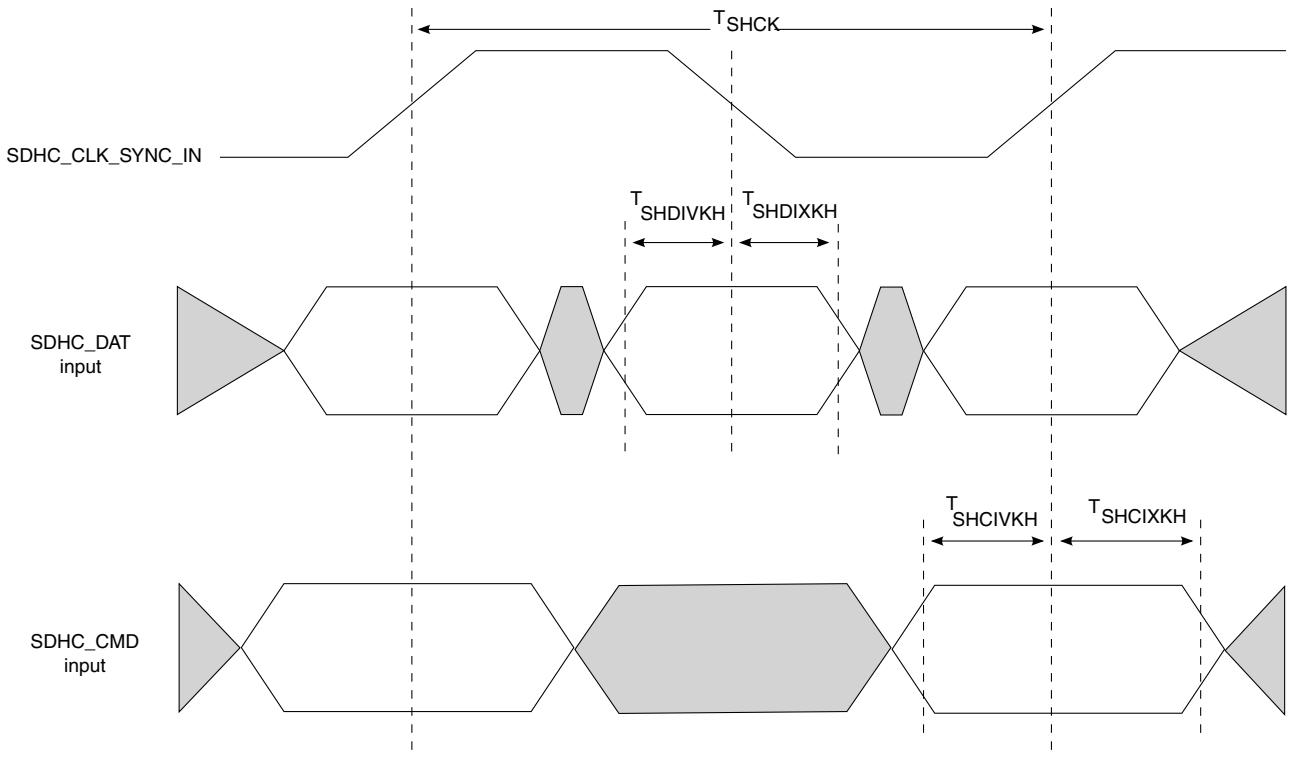
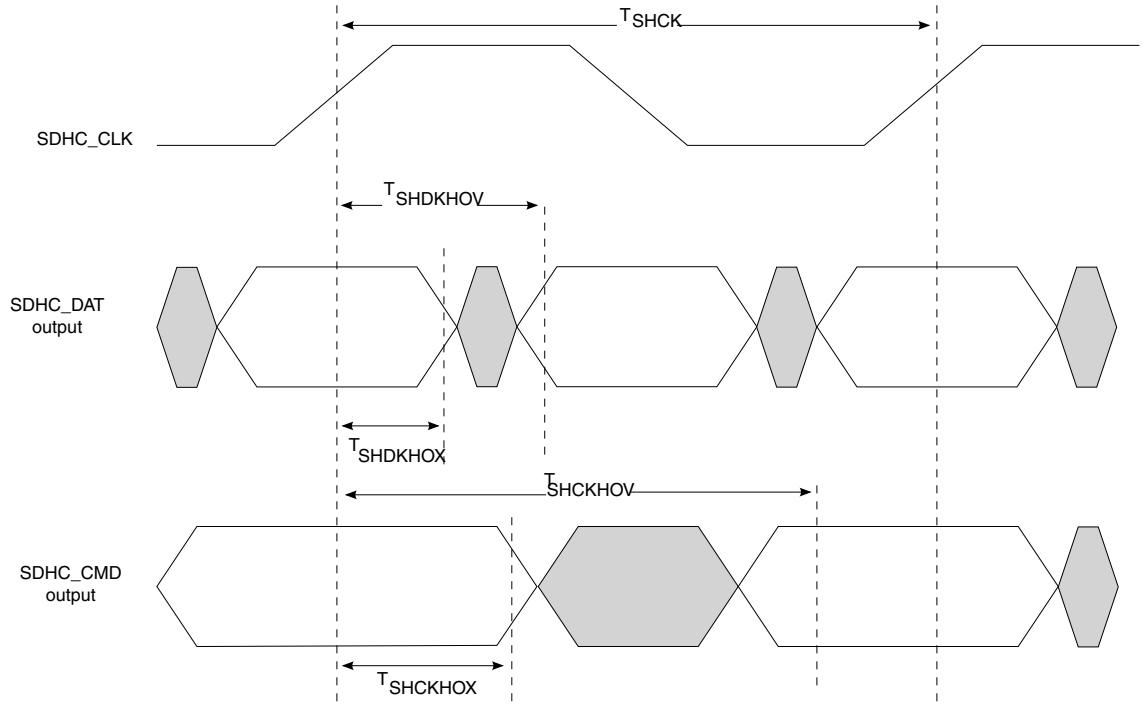

Figure 19. eSDHC DDR50/DDR mode input AC timing diagram
Figure 20. eSDHC DDR50/DDR mode output AC timing diagram
1. C_{CARD} ≤ 10pF, (1 card). 2. $C_L = C_{BUS} + C_{HOST} + C_{CARD}$ ≤ 20 pF for MMC, ≤ 25pF for Input Data of DDR50, ≤ 30pF for Input CMD of DDR50. 3. The symbols used for timing specifications herein follow the pattern of $t_{\text{(first two letters of functional block)(signal)(state) (reference)(state)}}$ for inputs and $t_{\text{(first two letters of functional block)(reference)(state)(signal)(state)}}$ for outputs. For example, t_{SHKHOX} symbolizes eSDHC highspeed mode device timing (SH) clock reference (K) going to the high (H) state, with respect to the output (O) reaching the invalid state (X) or output hold time. Note that in general, the clock reference symbol is based on five letters representing the clock of a particular functional. For rise and fall times, the latter convention is used with the appropriate letter: R (R for rise) or F (F for fall). 4. See Figure 19. on page 92. 5. See Figure 20. on page 93. 6. The AC timing specifications are based on the recommended operating conditions with EVDD /OVDD =1.8V and EVDD=3.3V, see Recommended Operating Conditions